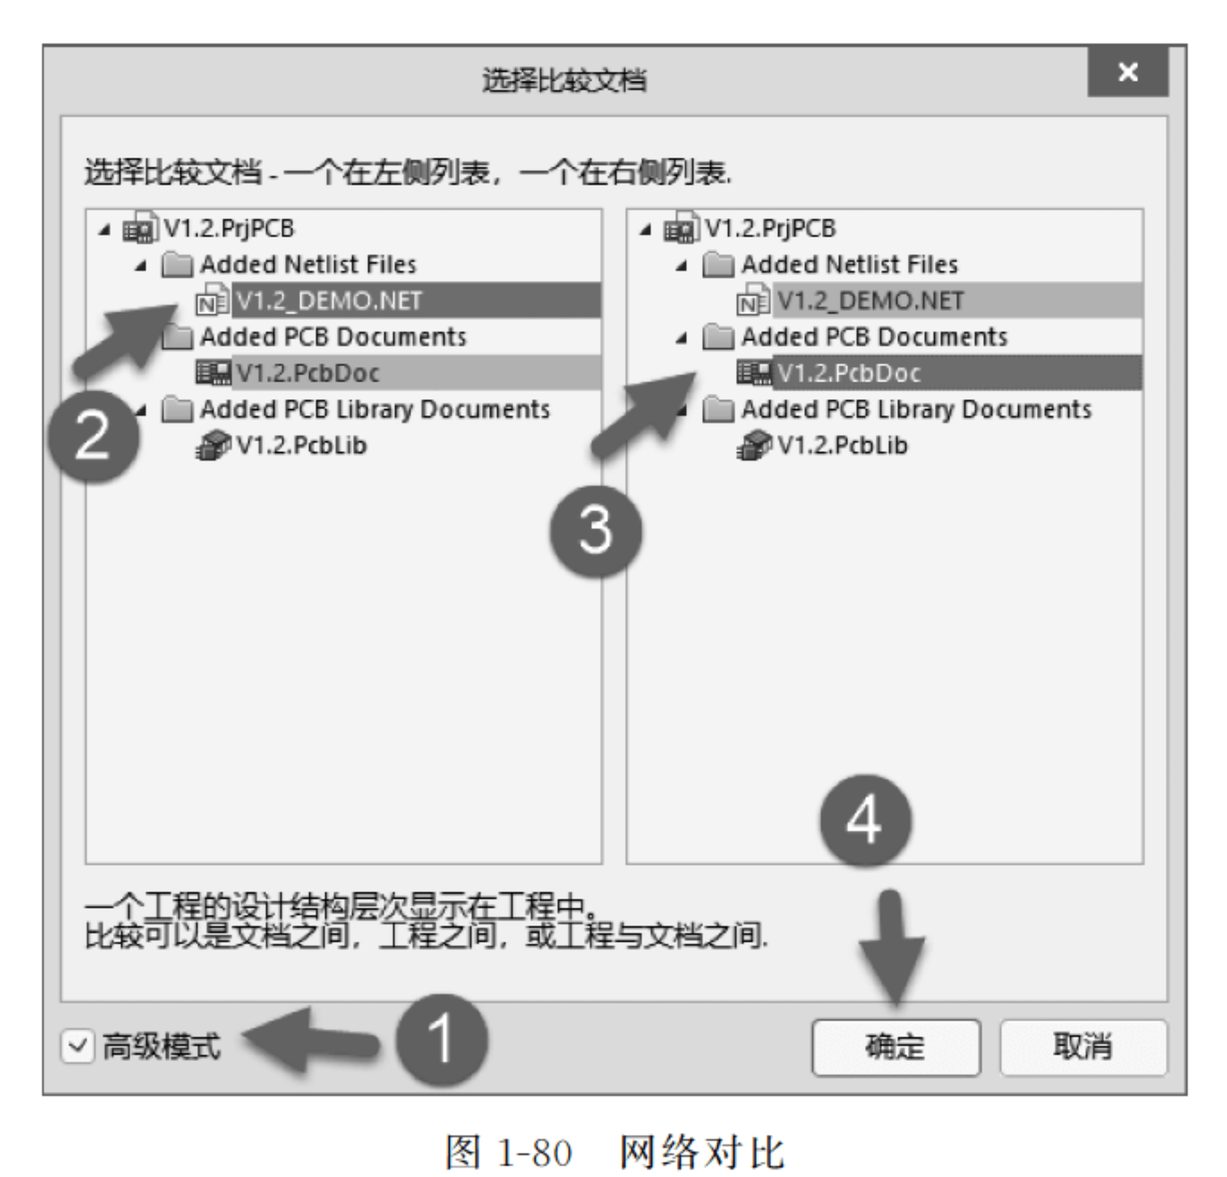

图 1-80　网络对比
(3) 弹出“选择比较文档”对话框，勾选对话框左下角的“高级模式”复选框，在对话框左右两个区域中，分别选中要进行比对的 PCB 和网络表，如图 1-80 所示。